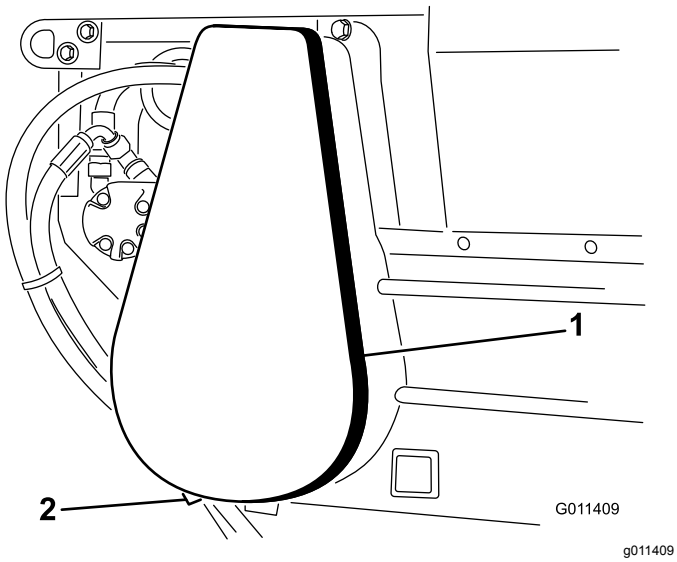

Figuur 29
1. Verwijder het kettingdeksel en het afstandsstuk (Figuur 29).